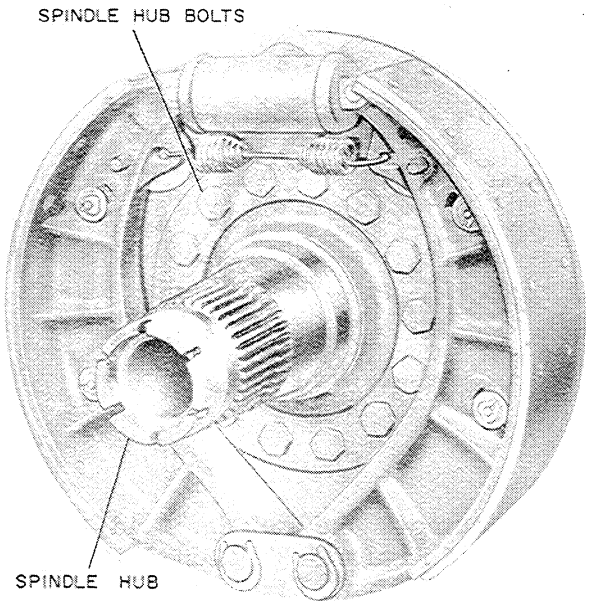

Figure U-26
2. Remove the hub spindle bolts, nuts and lock washers. Then remove the spindle hub, Figure U-26. The planetary housing on the rigid axle is now completely removed and disassembled.